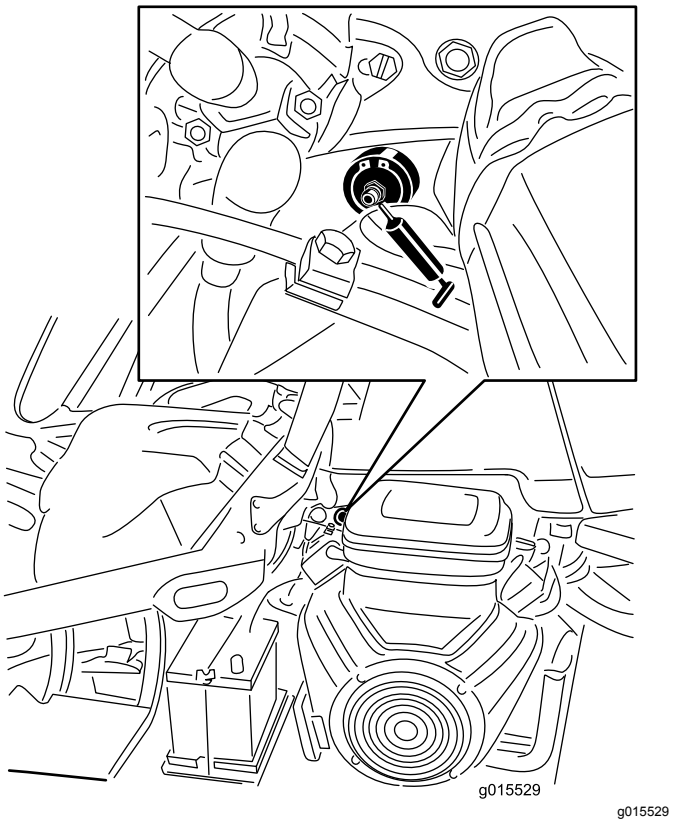

Rysunek 28
1. Wytrzyj smarowniczkę do czysta, tak aby do łożyska ani tulei nie dostały się zanieczyszczenia (Rysunek 28).